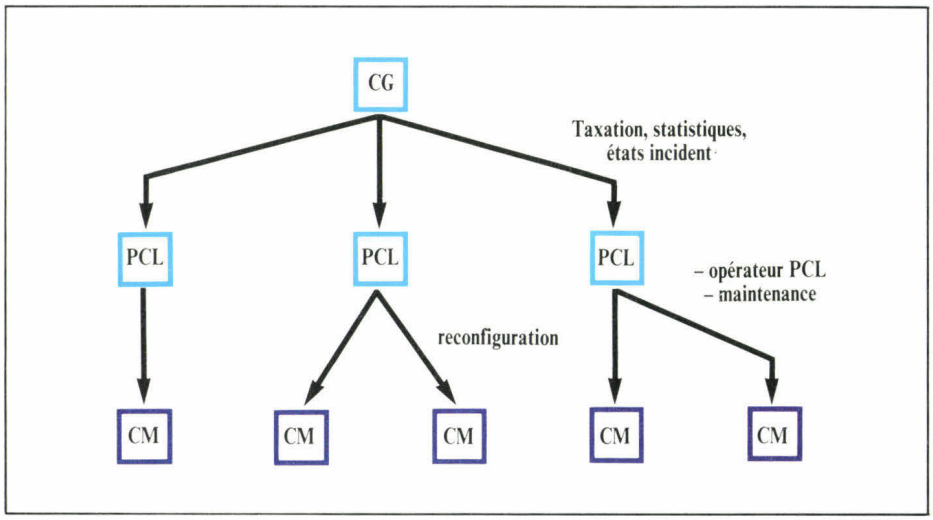

Fig. 2. – Contrôle de réseau.
Les fonctions d'exploitation sont largement aussi importantes que les précédentes. Elles correspondent à un volume de logiciel beaucoup plus important, volume qui concerne la gestion des abonnés, les procédures de sécurité, la maintenance des commutateurs, la configuration du réseau, les statistiques de charge du réseau, ainsi que la taxation du trafic. Ces fonctions sont réparties entre les commutateurs et des calculateurs séparés appelés point de contrôle ou centre de gestion. Chaque commutateur possède une unité de commande qui, grâce à un ensemble de programmes tests, est à même de détecter toute défectuosité. Quand une panne survient, l'unité de commande en informe le point de contrôle local, et ceci que la panne ait pu être réparée ou non. L'ordinateur du point de contrôle signale ce problème à son opérateur afin qu'il puisse prendre les mesures qui s'imposent. Par ailleurs, si une panne remet en cause le routage des données, le Centre de Gestion (CG), basé à Rennes, en est immédiatement averti, et intervient afin de rediriger les paquets transitant habituellement par le commutateur défectueux vers un autre commutateur. C'est là une des grandes qualités des circuits virtuels que de pouvoir s'affranchir d'un parcours matériel obligé. Par ailleurs, un échange constant de messages de services entre les Points de Contrôle Locaux (PCL) et le Centre de Gestion assure une très grande sécurité aux transmissions et évite notamment toute perte de paquets qui détériorerait le transfert des informations émises par un correspondant (**fig. 2**).